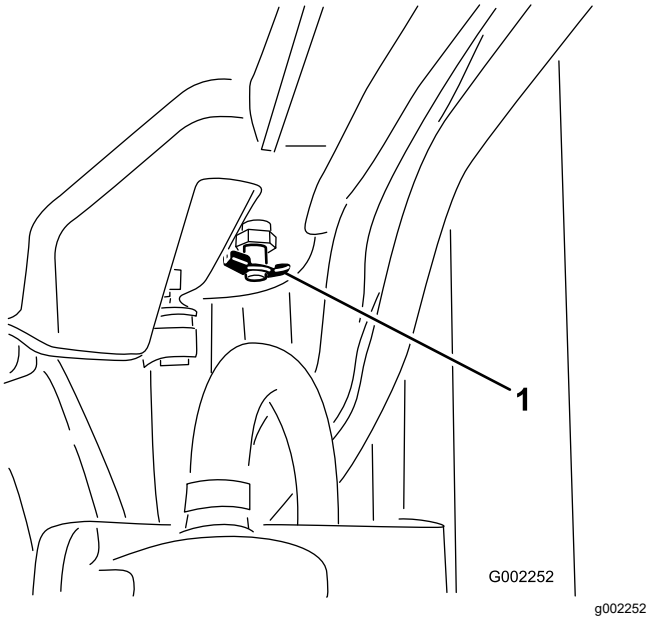

Figuur 101
4. Open de aftapklep en laat de koelvloeistof in de bak lopen (Figuur 101).
5. Sluit de aftapklep (Figuur 101).